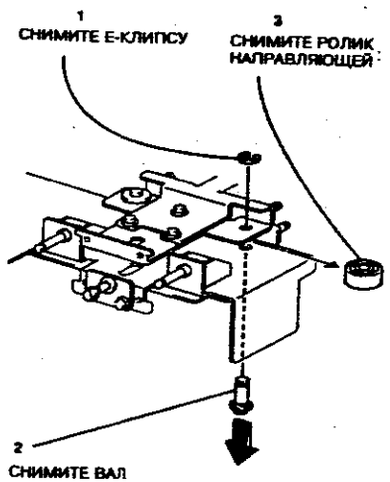

**Рисунок 3. Снятие ролика направляющей**
4. *(Рисунок 3) Снимите ролик направляющей.